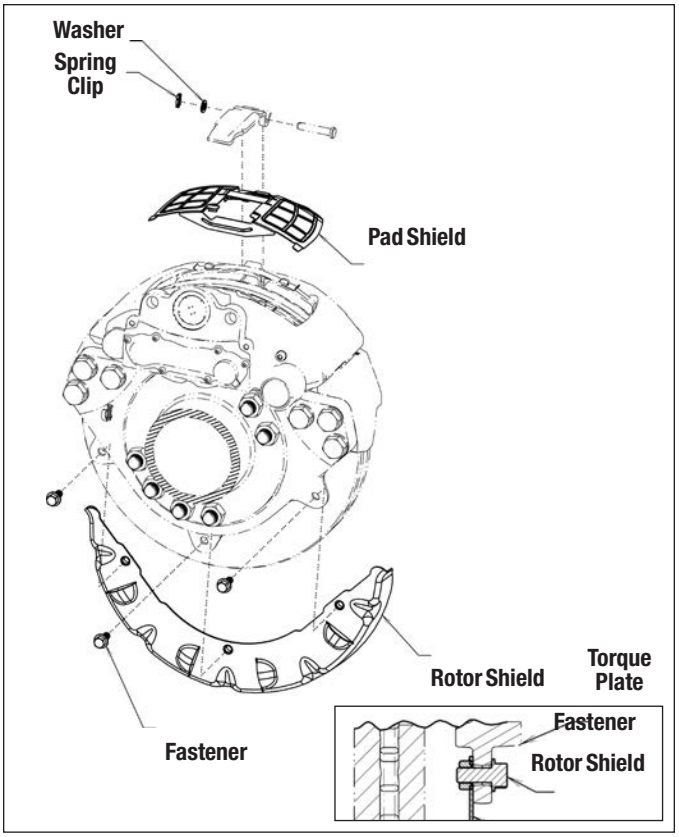

Figure 31 – Drive or Steer Axle Exploded View with Inset Showing Rotor Shield Installation
5.1.2 Remove and discard the spring clip and washer from the pad retainer pin. Remove and retain the retainer bar and retainer pin. Position the pad shield as shown and reinsert the retainer bar. Install the retainer pin. Use the included spring clip and washer to secure the retainer pin. Check that the pad shield is held securely in place by the retainer bar. *(See Figure 31 or 32.)*
5.1.3 **Drive or Steer Axle Rotor Shields** (*See Figure 31.*) Position the rotor shield *between the torque plate and the rotor*. The supplied cap screws pass through the mounting tabs in the torque plate and install into the shield. Torque cap screws to 44 ft-lbs (59.6 Nm).